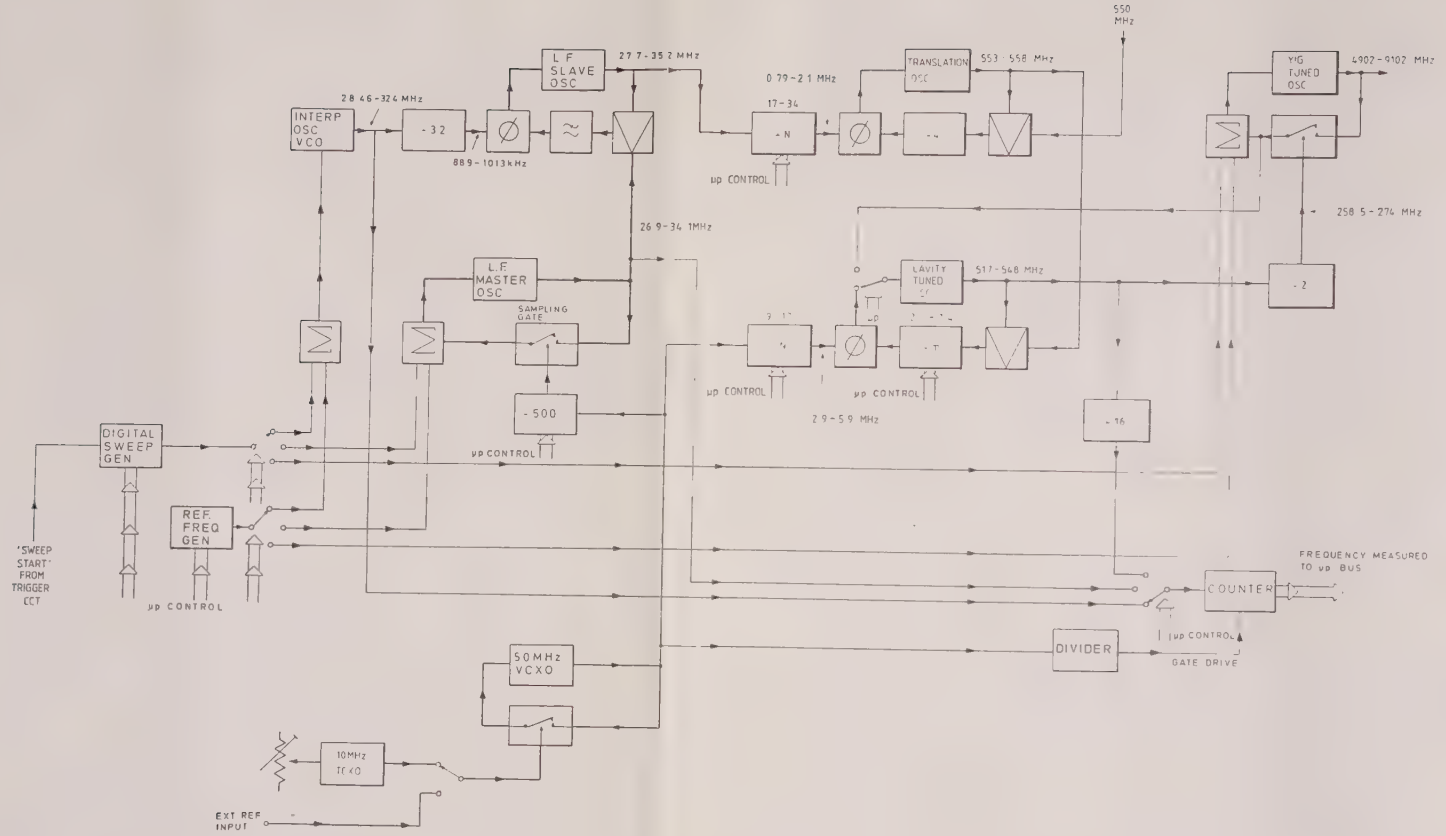

Fig. 2 Block schematic of 2383 Synthesizer.
11. This is a major sub-system of the 2383 Unit and comprises three master varactor controlled oscillators (see Fig. 2) whose outputs are offset one from the other by linking them via two slave varactor controlled oscillators in a phase locked loop configuration.